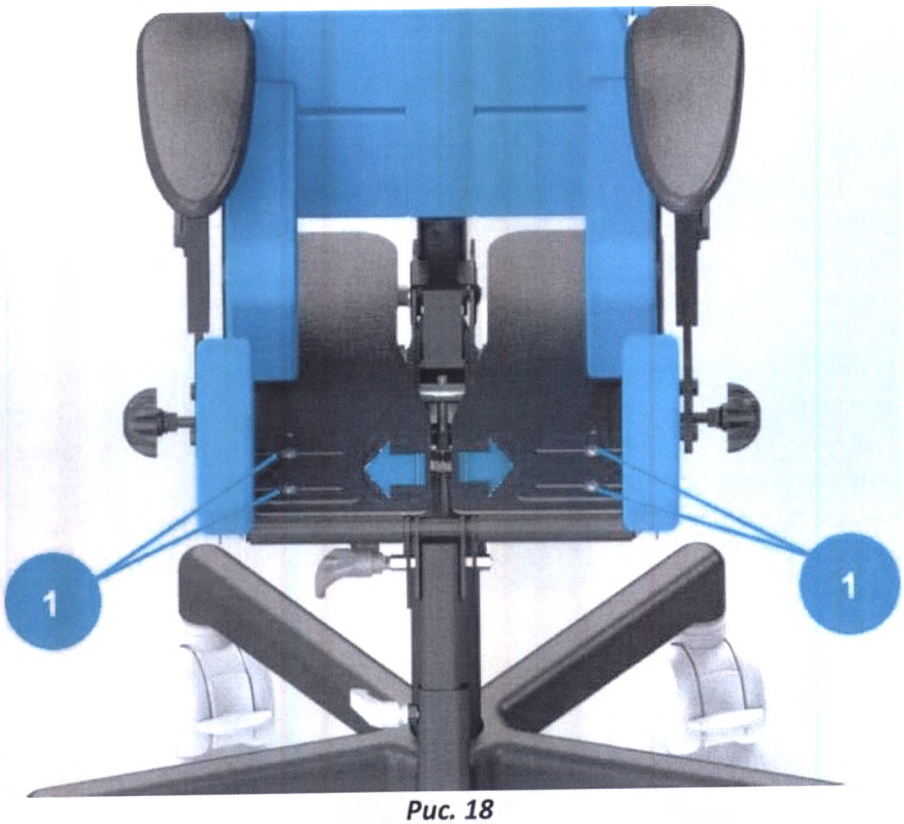

Рис. 18
8.7 Регулировка расстояния между упорами для бедер *Рис. 18*